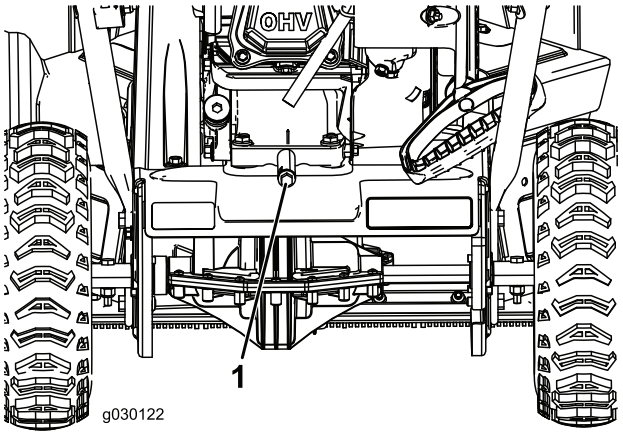

Bild 20
2. Stellen Sie eine Ölauffangwanne unter die Ölablassschraube, nehmen die Ölablassschraube heraus und kippen die Maschine nach hinten; lassen Sie das Altöl in die Ölauffangwanne laufen (Bild 20).